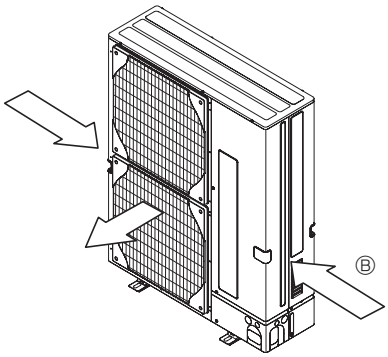

Fig. 2-5
③ Bringen Sie die Anlage so an, dass die Abluft aus der Luftaustrittsöffnung im rechten Winkel zu derjenigen Richtung geführt wird, aus der saisonal bedingt starker Wind bläst. (Fig. 2-5)